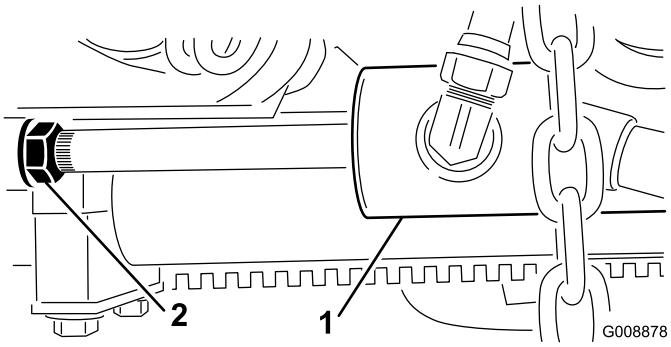

Figuur 27
B. Draai de contramoer op de cilinder los (Figuur 27).